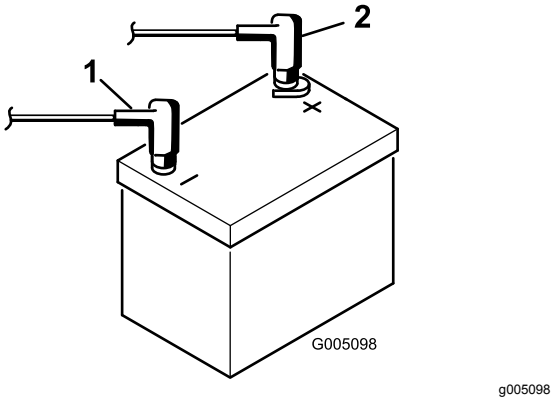

Figur 7
9. Koble den positive kabelen (rød) til den positive (+) polen og den negative kabelen (svart) til den negative (-) polen, og fest dem med bolter og mutre (Figur 7). Skyv gummihetten over den positive polen for å hindre muligheten for kortslutning.